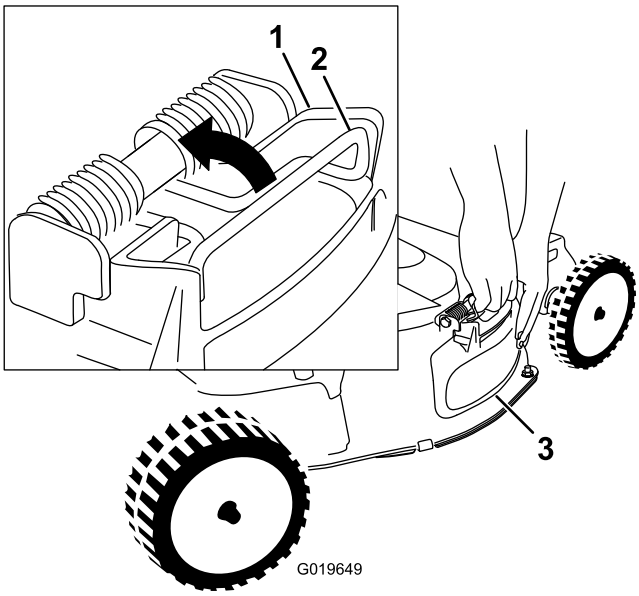

Figuur 20
4. Verwijder de zijafvoergeleider door de veer die de geleider op zijn plaats houdt omhoog te trekken en de geleider te verwijderen (Figuur 20).